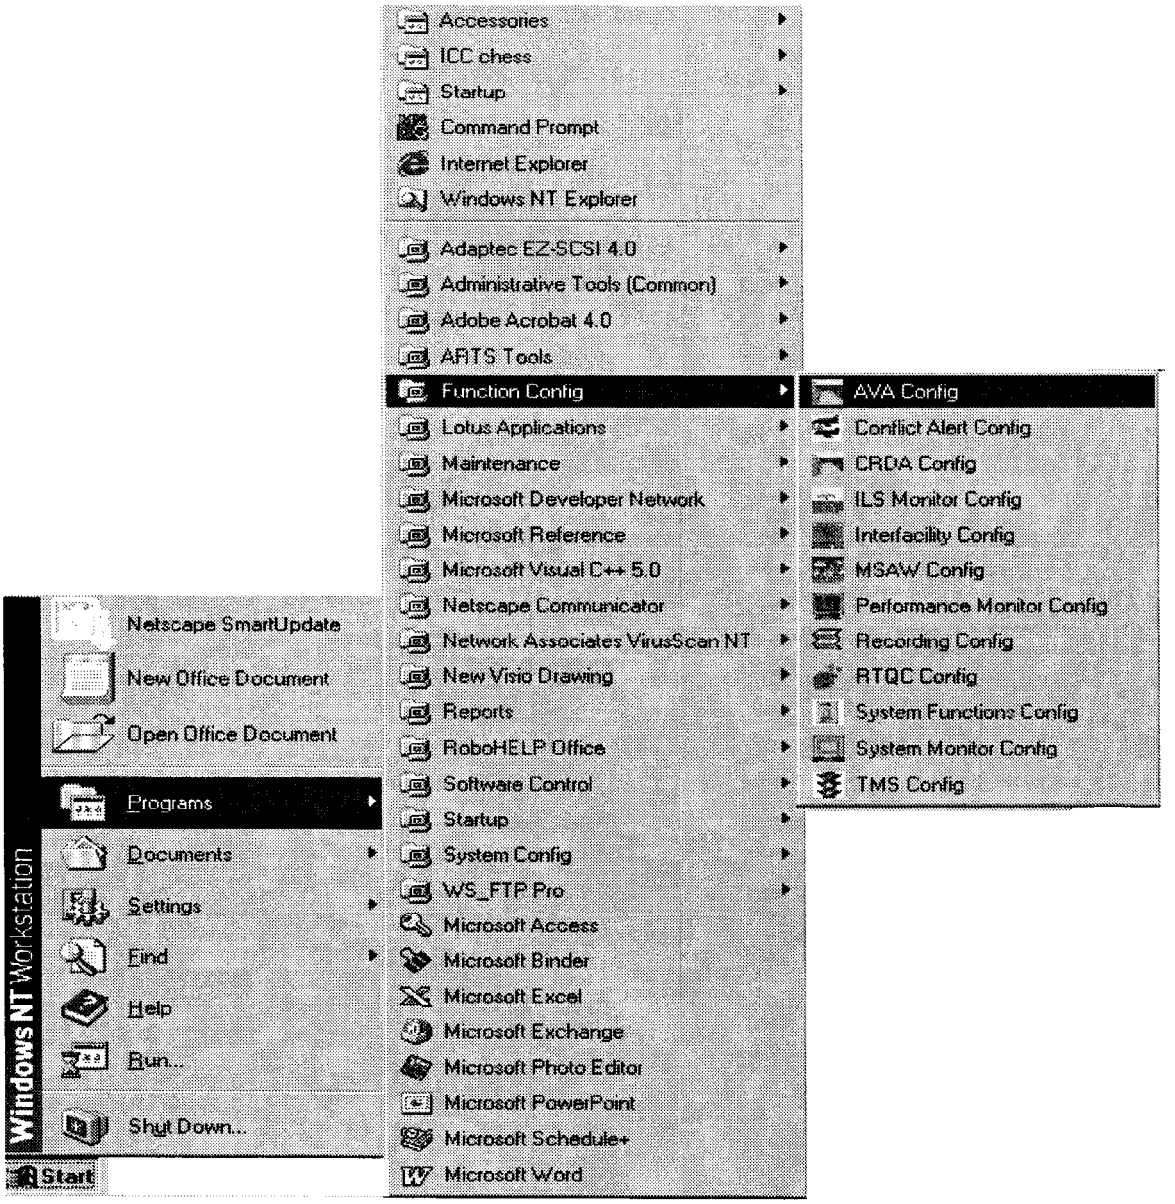

FIGURE 4-54. FUNCTION CONFIGURATION GROUP
1. Click MSAW Config (Figure 4-54).
1. Click Inter-facility Config (Figure 4-54).
1. Click Conflict Alert Config (Figure 4-54).